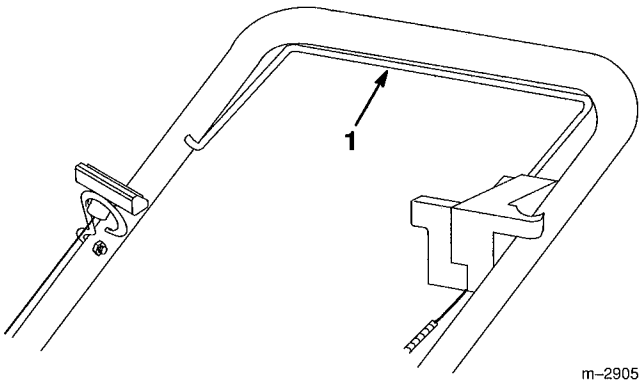

Figure 14
4. Slowly squeeze control bar against handle to engage traction mechanism (Fig. 14).